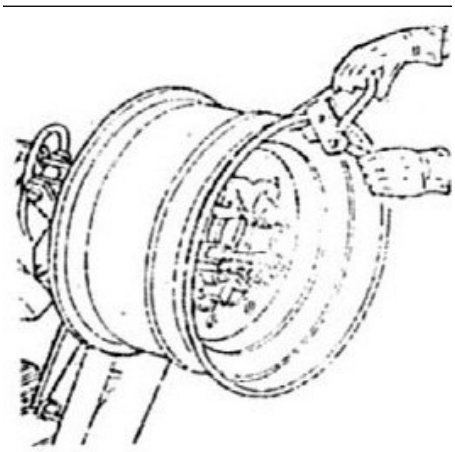

Fig. 14
3) Fixar o alicate na posição mais elevada do lado exterior da jante da roda. (conforme ilustrado na ***Fig. 14***)